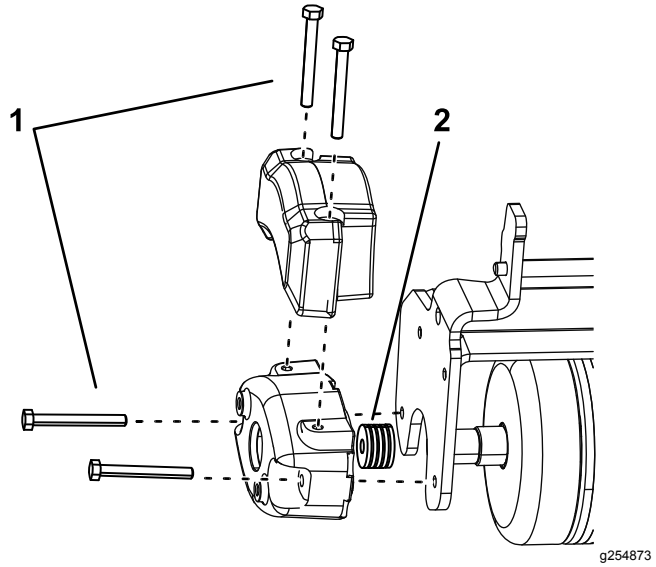

Figura 5
2. Instale dois parafusos (5/16 - 18 x 2¾ pol.) como se mostra na Figura 5.
3. Instale quatro anilhas (1/8 pol.) por parafuso entre o contrapeso e a placa lateral do triplo-rolo (Figura 5).